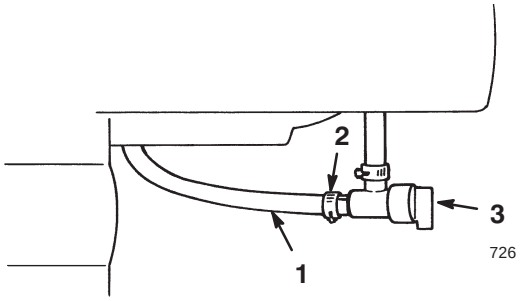

Bild 21
- **Kraftstoffhahn** (Bild 21) – Schließen Sie den Hahn, indem Sie ihn im Uhrzeigersinn drehen. Öffnen Sie den Kraftstoffhahn durch Drehen gegen den Uhrzeigersinn. Drehen Sie den Hahn zu, wenn die Schneefräse außer Betrieb genommen wird.
4. Drehen Sie den Kraftstoffhahn unter dem Kraftstofftank auf (Bild 21).
5. Drehen Sie den Kraftstoffhahn zu (Bild 21).